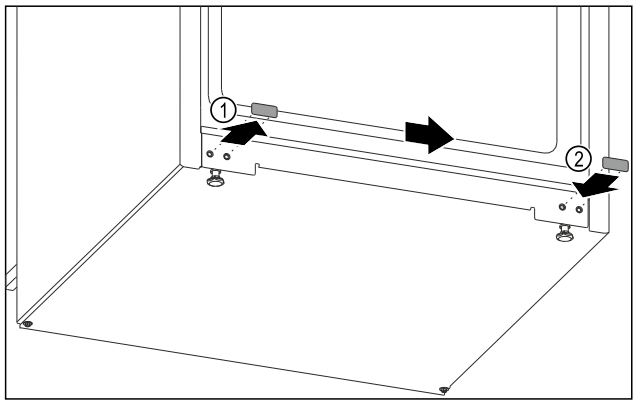

Fig. 10
▶ Træk dækproppen ud. *Fig. 10 (1)*
▶ Indsæt dækproppen på den modsatte side. *Fig. 10 (2)*